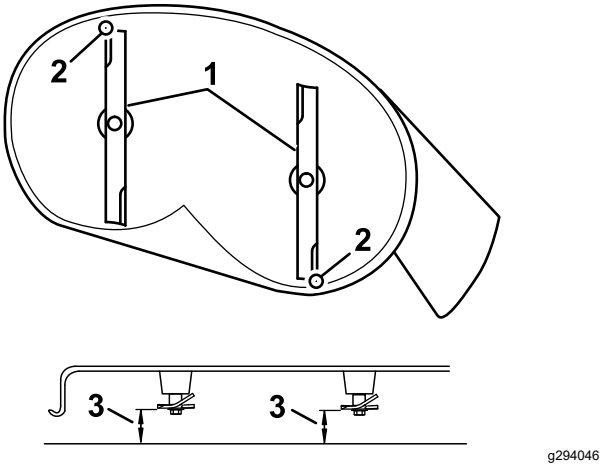
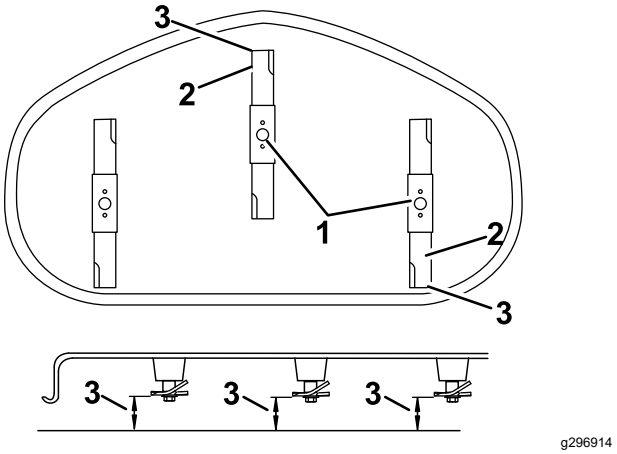

Figure 66
Figure 67
4. Carefully rotate the blades so they are facing front to rear (Figure 66).
5. Measure from the tip of the front blade to the flat surface and the tip of the rear blade to the flat surface (Figure 66 or Figure 67).
4. After adjustment, check the front-to-rear slope again, continue adjusting the nut until the front blade tip is 1.6 to 7.9 mm (1/16 to 5/16 inch) lower than the rear blade tip (Figure 66).